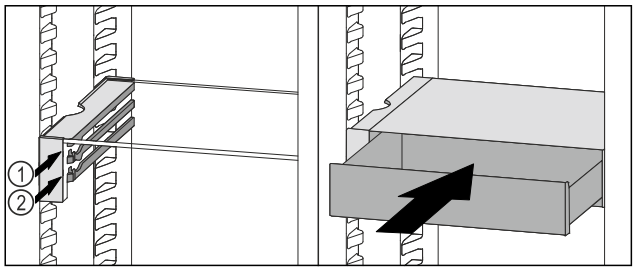

Fig. 111
▶ A VarioSafe-fiókot az ütközők mögött helyezze a kívánt bordára a *Fig. 111 (1)* vagy *Fig. 111 (2)* szerint.